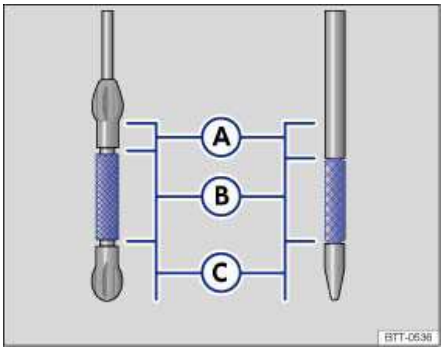

Fig. 152 Oil dipstick with engine oil level marks.
7. Remove the dipstick again and read the oil level on the dipstick ⇒ fig. 152 as described below:
13. After adding oil, the level must at least be in the center of the ⇒ fig. 152 (B) area, but never above (A) ⇒ ⓘ.